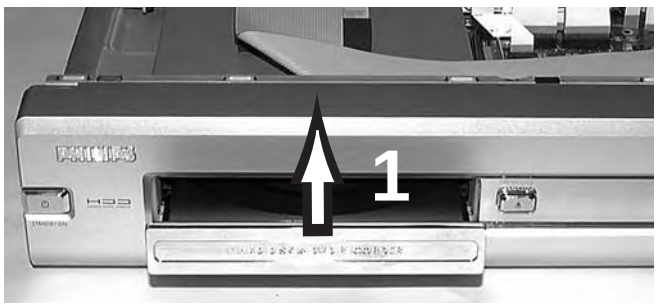

Figure 4-4
- Remove tray front by pulling it upwards (1), see figure 4-4